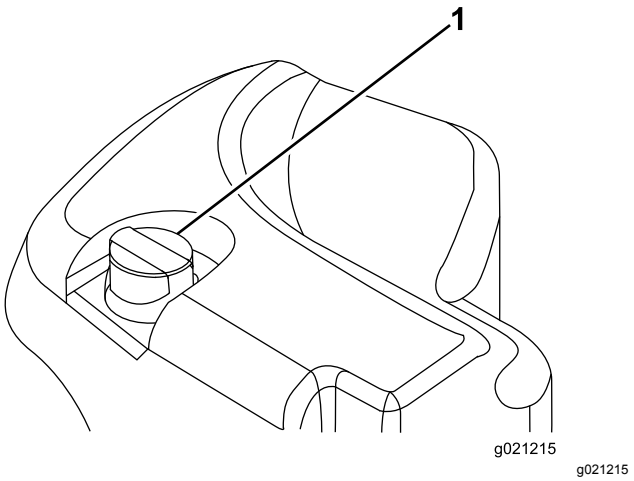

Figur 30
2. Rengjør rundt påfyllingshalsen og lokket på tanken for hydraulisk olje (Figur 30). Ta lokket av påfyllingshalsen.